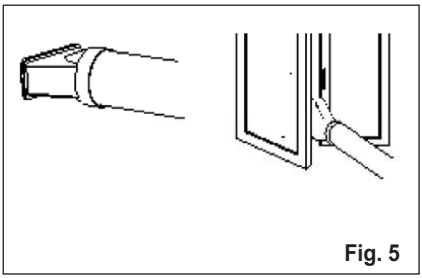

Fig. 5
4. Posez l'adaptateur B dans la fenêtre. (Fig. 5)